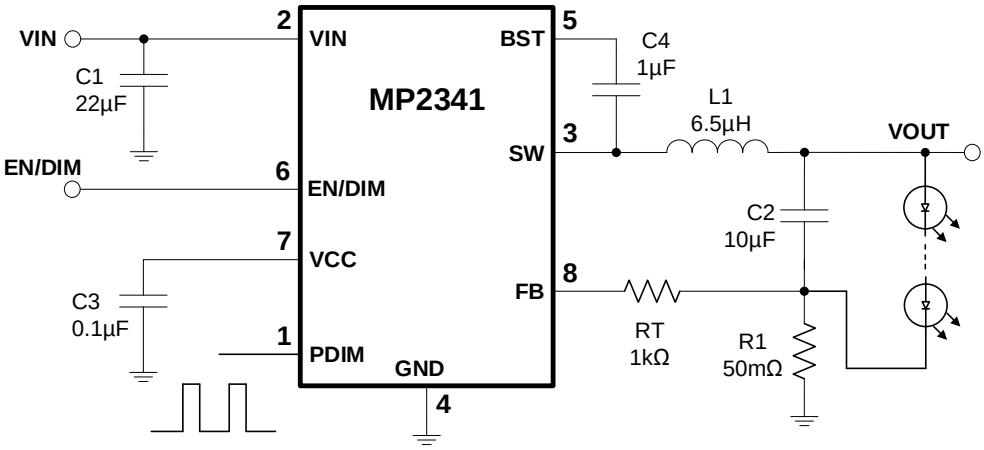

Figure 6: Typical Buck Converter Application, V_{IN} = 8V to 24V, 2 WLEDs in Series, V_{OUT} = 5.9V, I_{LED} = 2A
Figure 6 shows the detailed application schematic. For the typical performance and circuit waveforms, see the Typical Performance Characteristics section on page 7. For more device applications, refer to the related evaluation board datasheet.
8) The recommended PCB layout is based on Figure 6.